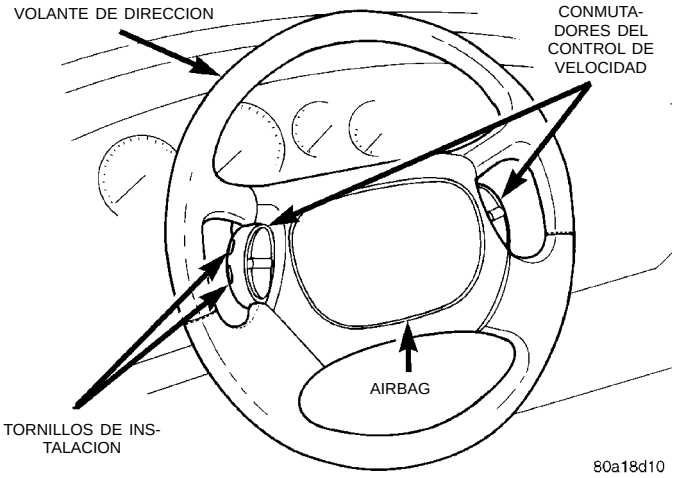

Fig. 8 Conmutadores del control de velocidad
(5) Si el vehículo está equipado con control de velocidad, retire los conmutadores del control de velocidad del volante de dirección (Fig. 8). Si el vehículo no está equipado con control de velocidad, retire las cubiertas tapizadas del volante de dirección.